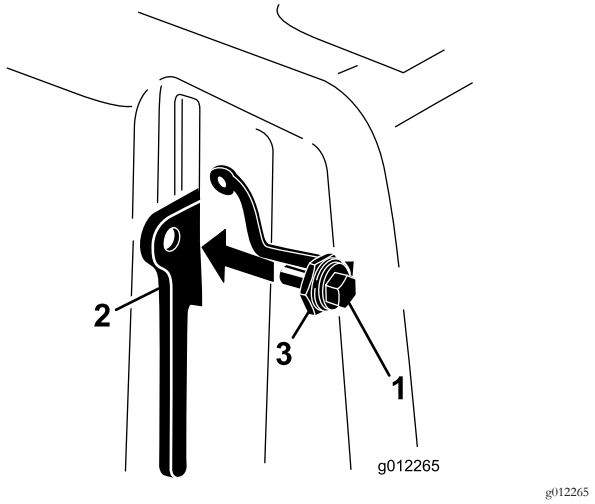

Rysunek 10
3. Wkręć śrubę w dźwignię zaczepu pokrywy paska (Rysunek 10).